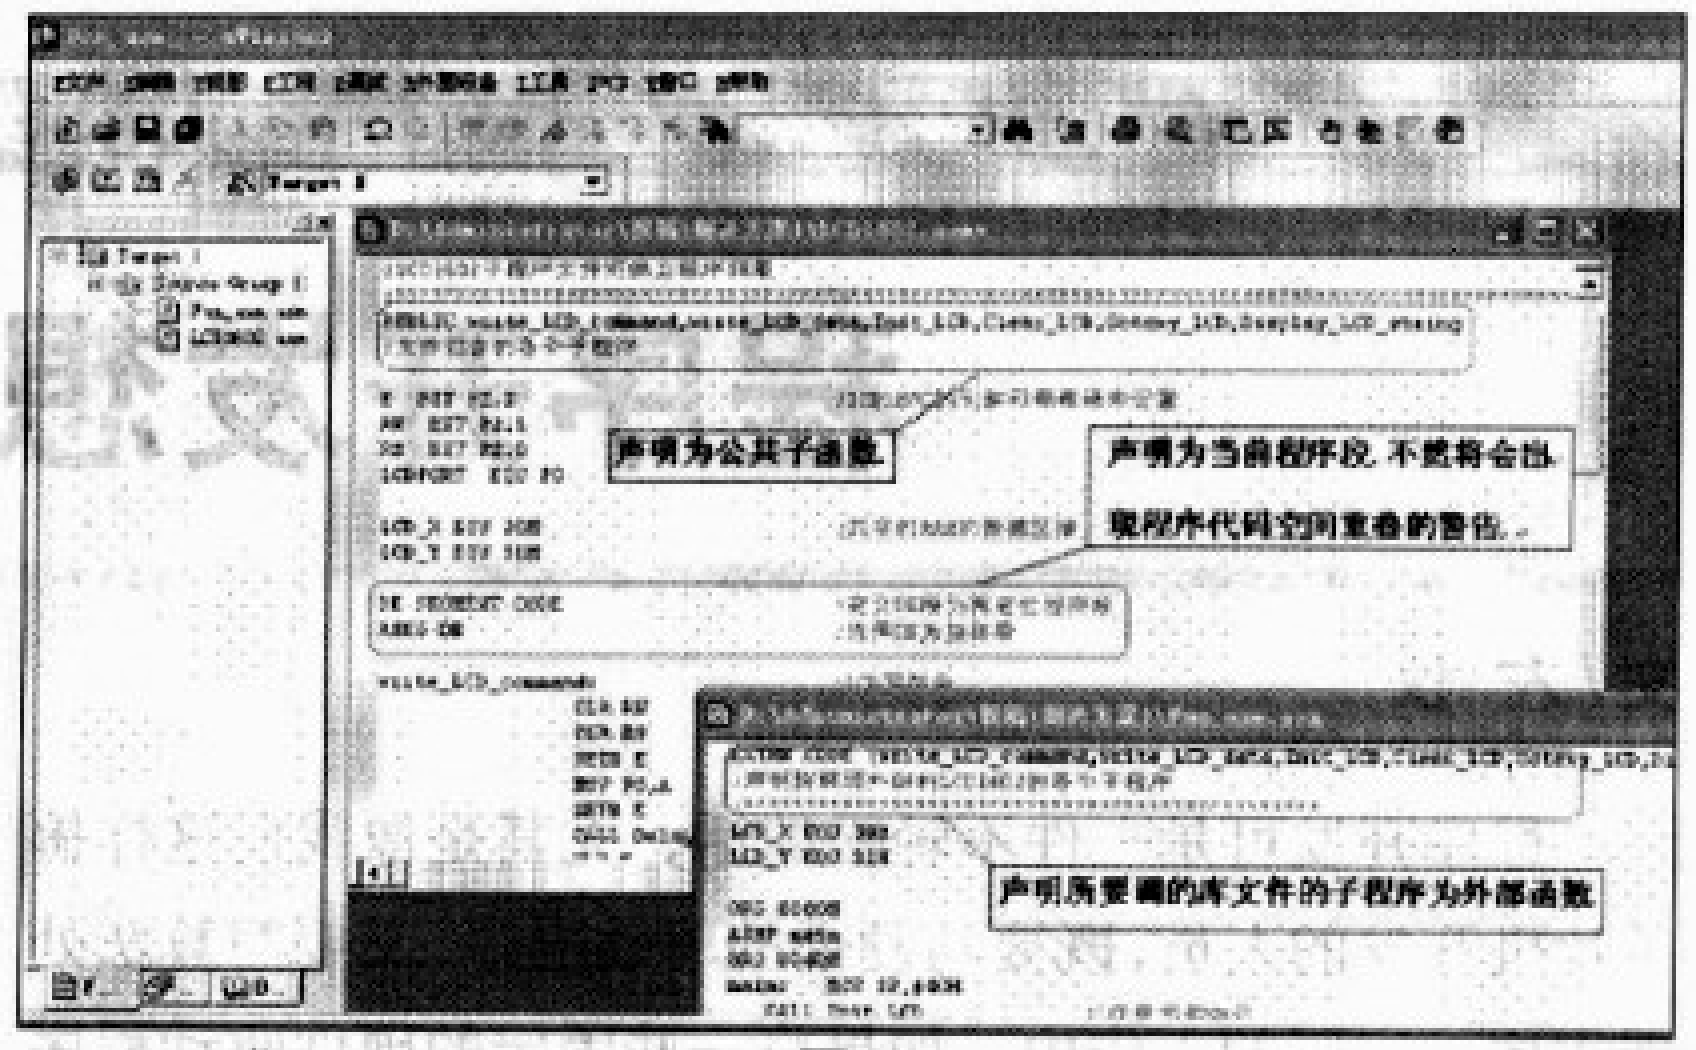

图5
2. 在汇编库文件中要声明需调用的程序段为当前程序段，不然将会出现程序代码空间重叠的警告，如图5所示。